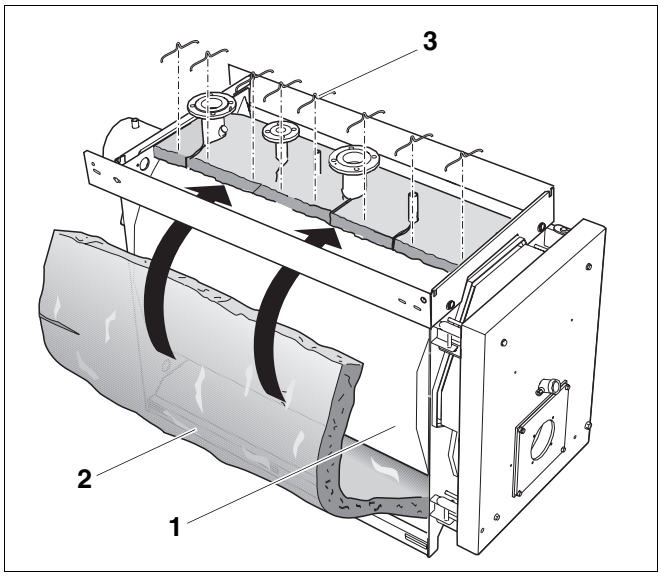
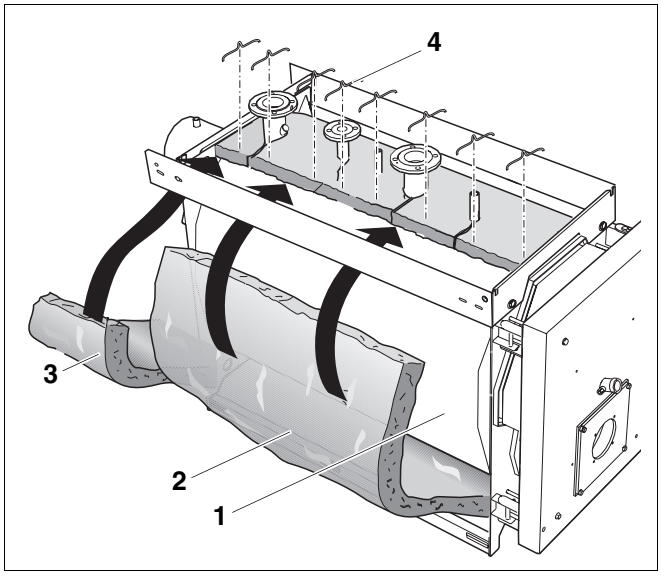

Rys. 19 Montaż jednoczęściowej izolacji cieplnej korpusu kotła
Rys. 20 Montaż dwuczęściowej izolacji cieplnej korpusu kotła
Izolacja cieplna korpusu kotła Logano S635 o mocy od 230 kW do 420 kW składa się z jednej części (rys. 19). Izolacja cieplna korpusu kotła Logano S635 o mocy od 490 kW składa się z dwóch części (rys. 20).
- Przełożyć izolację cieplną (rys. 19, **poz. 2**) pod korpusem kotła (rys. 19, **poz. 1**).
- Zawinąć izolację cieplną (rys. 19, **poz. 2**) na korpus kotła (rys. 19, **poz. 1**).
- W razie potrzeby należy dociąć szczeliny w izolacji cieplnej korpusu kotła (rys. 19, **poz. 2**).
- Zabezpieczyć izolację cieplną korpusu kotła (rys. 19, **poz. 2**), w sposób przedstawiony na rys. 19, przy pomocy klamer (rys. 19, **poz. 3**).
Większą część izolacji cieplnej (rys. 20, **poz. 2**) przyłożyć należy do przedniej ścianki kotła, mniejszą część (rys. 20, **poz. 3**) – do tylnej ścianki kotła.
- Większą i mniejszą część izolacji cieplnej korpusu kotła (rys. 20, **poz. 2** i **3**) zamontować należy w taki sam sposób, jak to opisano w rozdziale 8.6.1 "Montaż izolacji cieplnej korpusu kotła Logano S635 o mocy od 230 kW do 420 kW".